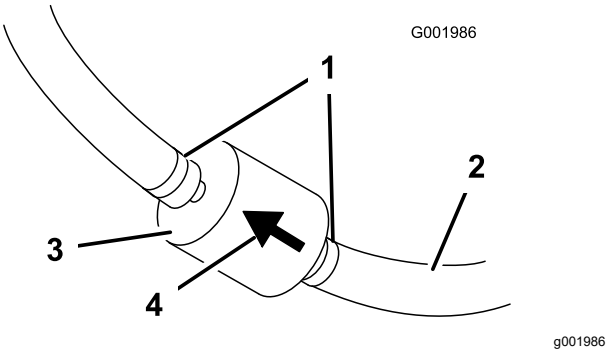

Figur 46
5. Kläm ihop ändarna på slangklämmorna och skjut bort dem från filtret (Figur 46).